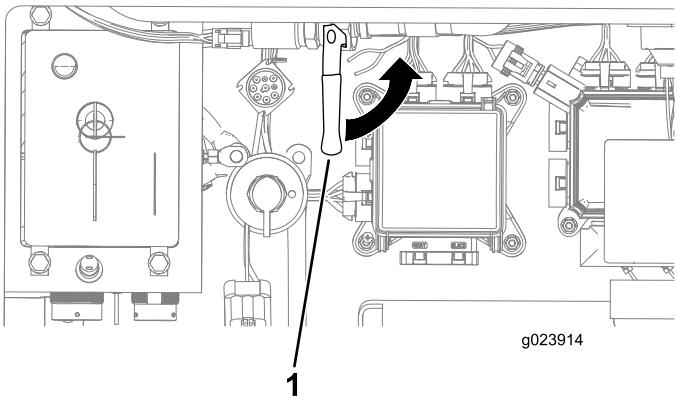

Figure 160
A. Ouvrez le robinet d'antigel à l'intérieur du compartiment arrière (Figure 160).
6. Fermez le robinet d'antigel (Figure 160).